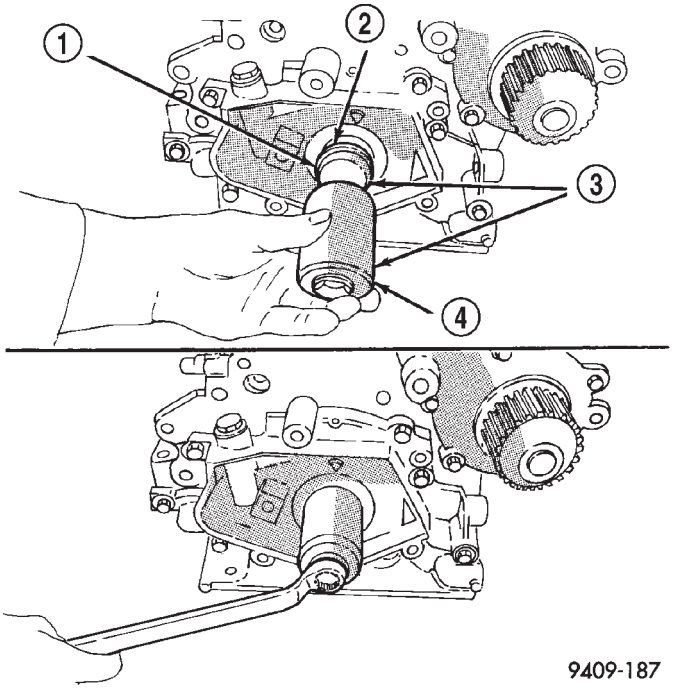

Abb. 106 Vorderen Kurbelwellendichtring—Einbau
(5) Alle Befestigungsschrauben der Ölpumpe mit einem Anzugsmoment von 28 N·m (250 in. lbs.) festziehen.
(6) Neuen vorderen Kurbelwellendichtring mit Spezialwerkzeug 6780 einbauen (Abb. 106).